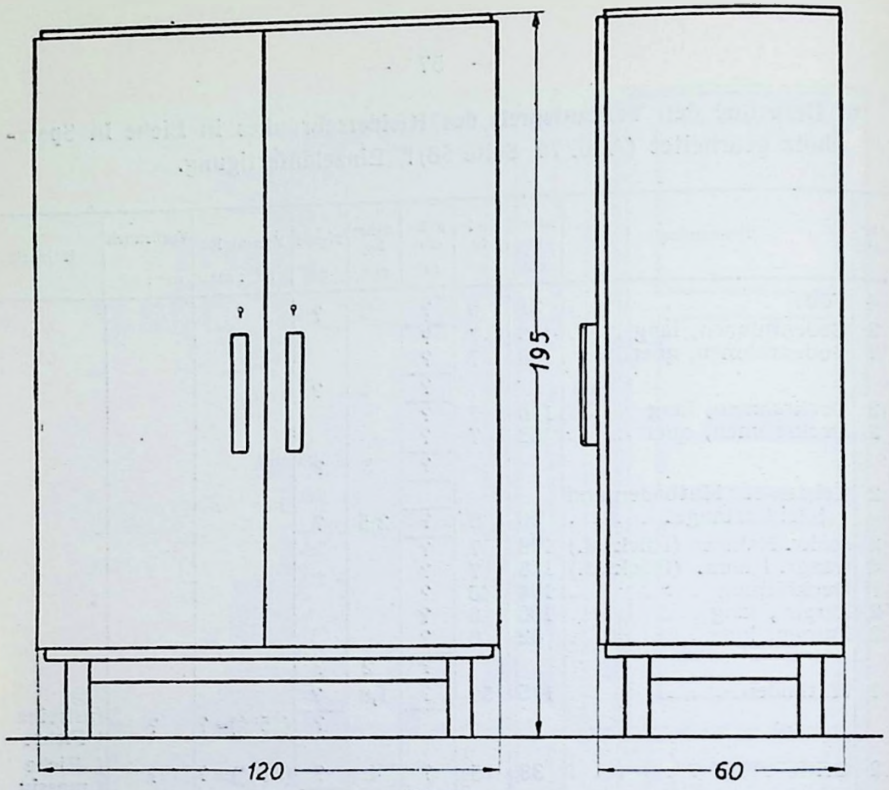

Abb. 75.
6. Berechne den **Verkaufspreis des Kleiderschrankes in Eiche in Sperrholz** gearbeitet (Abb. 75 Seite 58)! Einzelanfertigung.